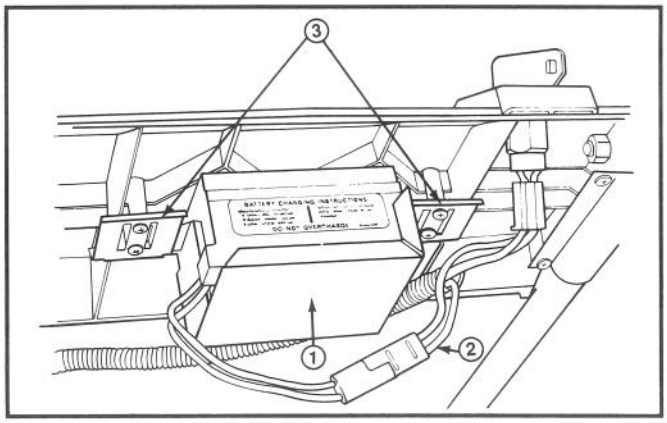

Afbeelding 29
1. Zet de motor af en koppel de ontstekingsdraad los van de accupool (Afb. 29).